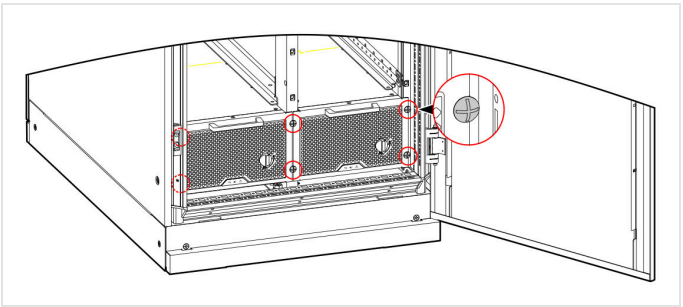

FIGURA 3-12 Fissaggio del modulo con le sue viti (cerchiate)
4. Fissate il modulo con le sue viti (Figura 3-12).